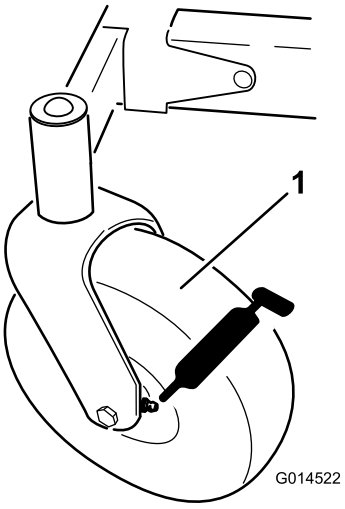
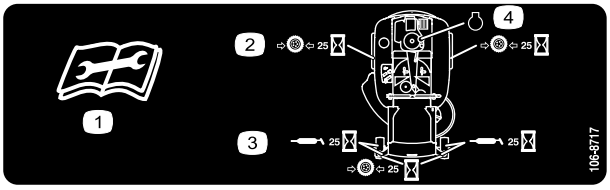

Figur 35
Figur 36
3. Rengør smøreniplerne med en klud (Figur 35 og Figur 36).
4. Monter en fedtpistol på hver nippel (Figur 35 og Figur 36).